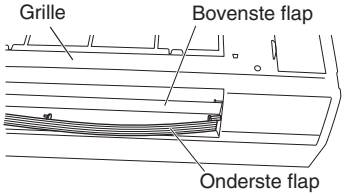

Afb. 3-14
(5) Verwijder de onderste flap door achtereenvolgens de 4 pennen daarvan los te maken. (Afb. 3-14 en 3-15)